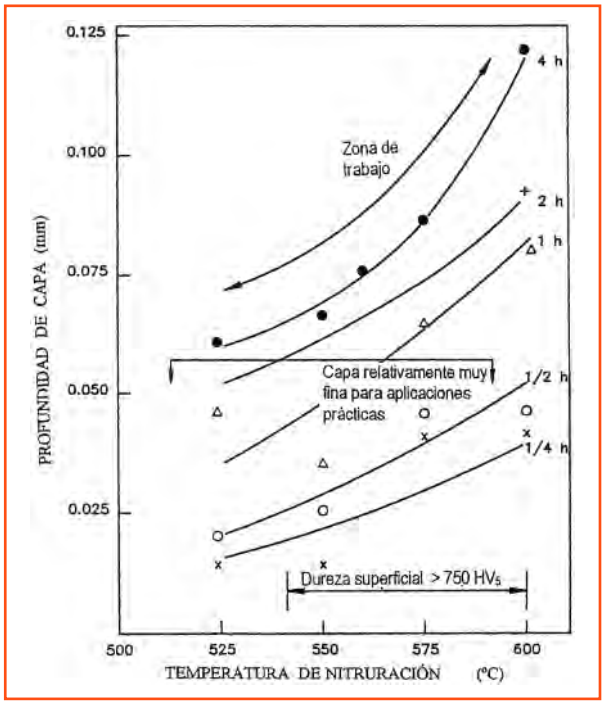

***Figura 6**. Cinética de la formación de capas nitruradas en baño de sales. **Acero 37 CrMoV5.1**.*
Para obtener una óptima resistencia al desgaste, en la superficie activa de los moldes y herramientas, hay que conseguir: (1) capa de combinación de espesor entre 8 y 16 micras (8 ÷ 16 µm); (2) una capa de difusión con profundidad mínima de 0,10 mm; y (3) profundidad total de capa nitrurada [(capa de combinación + zona de difusión) = (0,12 ÷ 0,15 µm)]; **figura 6**.